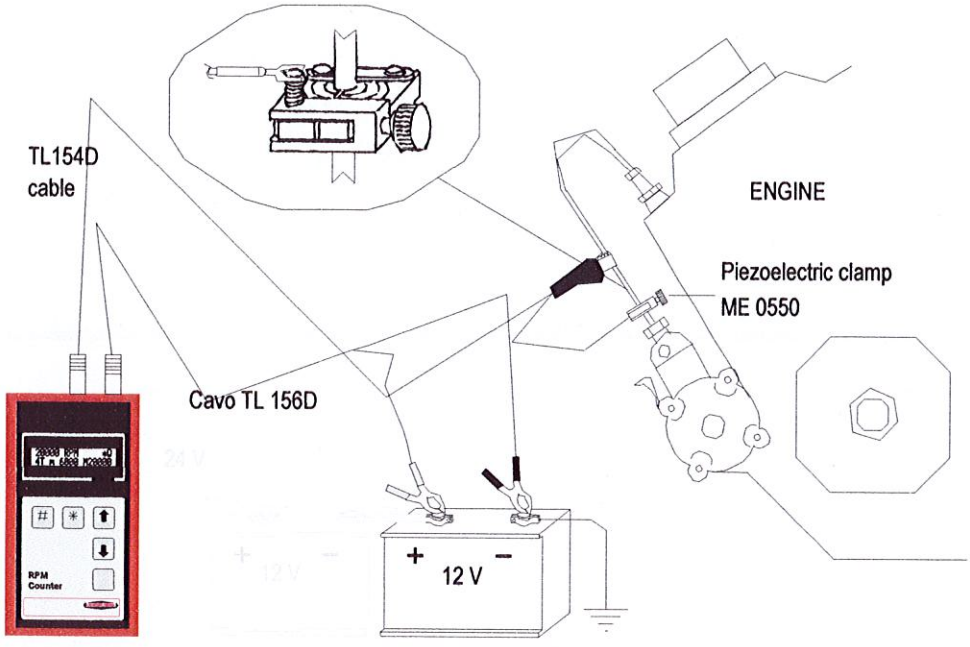

FIG. 5
10.1 Connect the unit as shown in fig. 5 With the engine stopped, remove the connector from an injector.